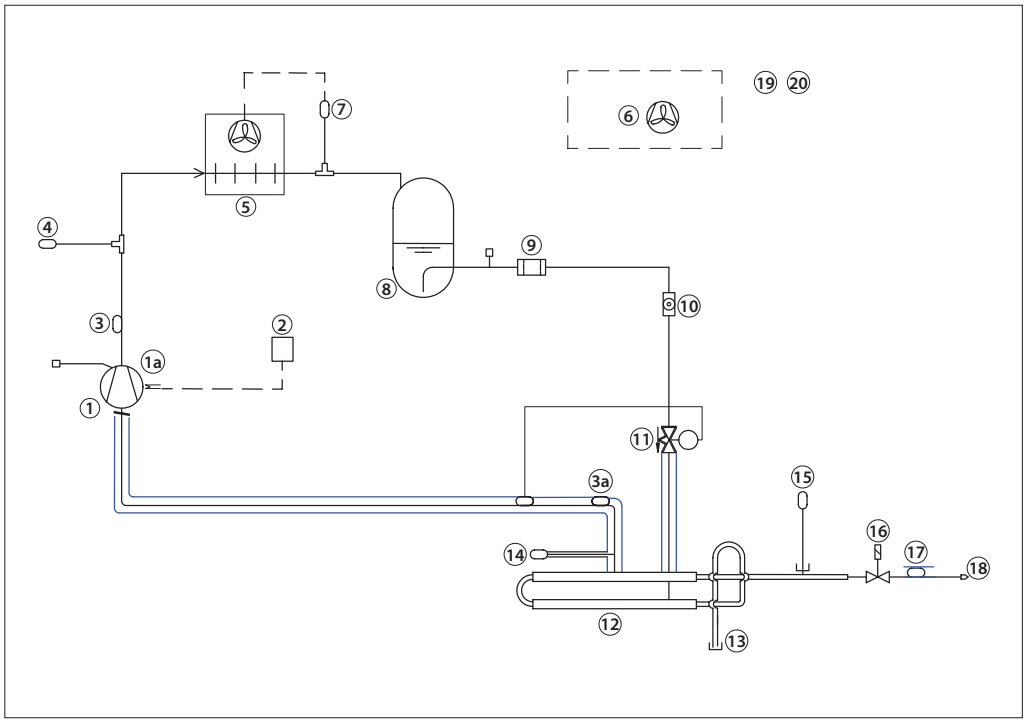

Рис. 1. Принципиальная схема воздухоотделителя IPS 8
Воздухоотделитель подключается к АХУ с помощью одного фланцевого присоединения (см. рис. 1). Пары аммиака вместе с НКГ поступают в воздухоотделитель через фланцевое присоединение (рис. 1, поз. 13), а выпуск НКГ осуществляется через патрубок с дроссельным устройством (18).